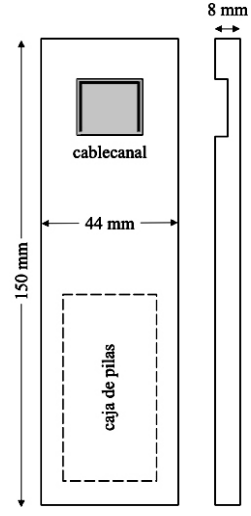

Figura 4. Distribución de los elementos en la base.
- Apoyando la plantilla bien centrada sobre el cuerpo del cablecanal (la con forma de U en la Figura 4) traza sobre él, con un marcador indeleble de 0,75 mm, el contorno interior de la cavidad de la llave. Si la llave tiene borde de apoyo, recorta el rectángulo completo. Si no, recorta la línea central y los 2 más bordes largos.
- Presenta el poste sobre uno de los extremos de la base de modo que quede equidistante de los dos costados y el extremo, como en la Figura 4. Marca luego suavemente su contorno usando un portaminas con mina B. Esta marca servirá de guía para el excavado de la madera con formón o el pegado directo del poste.
- Si no se hace el excavado (lo que debilitaría la estructura) se pega el poste bien vertical con resina epoxi a la base de modo que quede dentro del contorno marcado en la Figura 4.
- Monta la caja de pilas en la base en la posición indicada en la Figura 4 usando tornillos pequeños con la previa perforación de la base de madera con un punzón o clavo, o taladrando con una mecha fina.